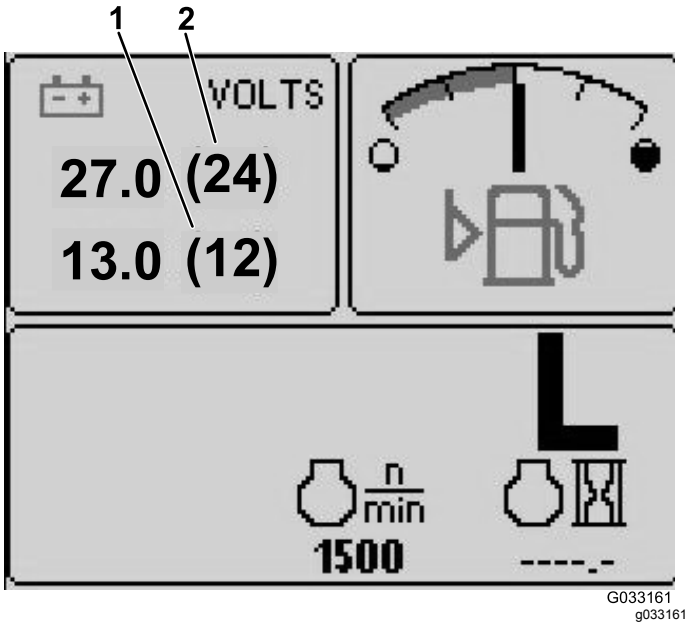

Figuur 17
- 12V-accuspanningsindicator - scherm linksboven (Figuur 17)
- 24V-accuspanningsindicator - scherm linksboven (Figuur 17)
Dit scherm toont de 12V- en 24V-accuspanning (Figuur 17).